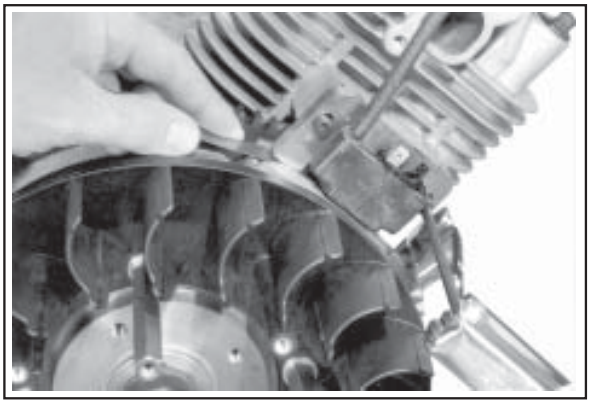

Figure 11-46. Setting Ignition Module Air Gap.
2. On engines equipped with SMART-SPARK™ both modules are installed the same way – with the two tabs out. See Figure 11-46 and 11-52.
5. Insert a **0.30 mm (0.012 in.)** flat feeler gauge between the magnet and the ignition module (see Figure 11-46). Loosen the screws enough to allow the magnet to pull the module against the feeler gauge.